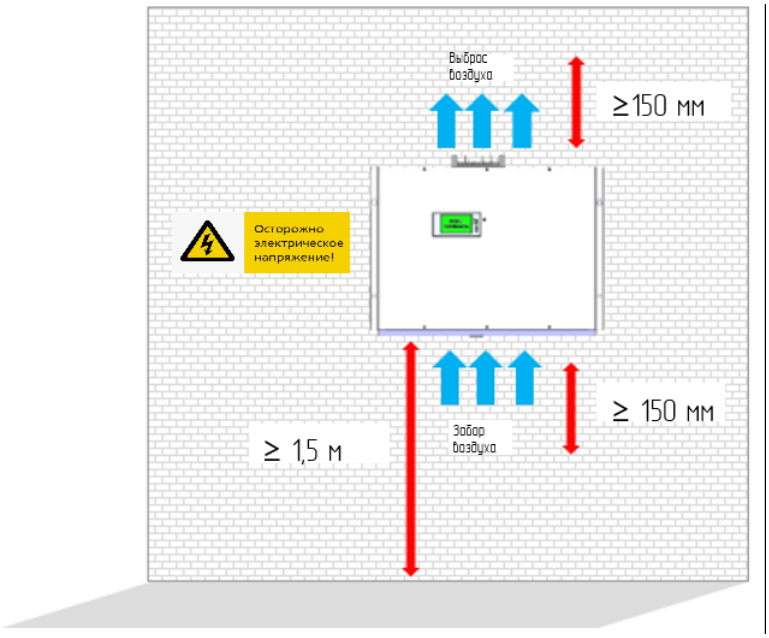

***Рисунок 2.1*** *— Схематическое изображение требований к пространству для установки АФГ*
2.2.3.3 Настенный АФГ забирает воздух снизу и выбрасывает его сверху (рисунок 2.1). Тепло распространяется снизу вверх. При монтаже АФГ необходимо обеспечить приток воздуха к нижней части АФГ и отсутствие сопротивления при выбросе нагретого воздуха в верхней части АФГ.